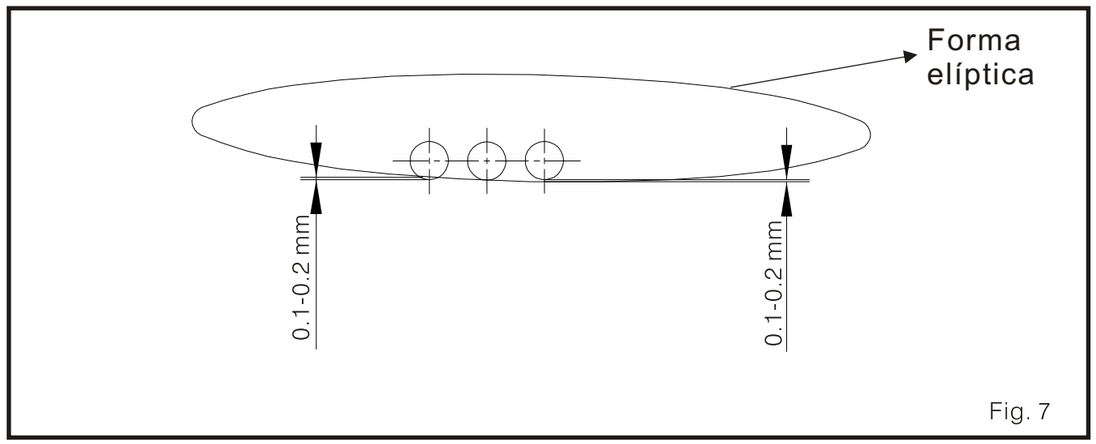

Fig. 7
3. Cuando el bucleador se mueve al punto muerto izquierdo, se mueve atrás desde la izquierda a la derecha, Cuando el bucleador se mueve atrás para ser cruzado por la aguja (aguja izquierda), la mejor punto para le cruce debe ser a 1/3 del grosor de la parte posterior del bucleador. Además, la ruta de moviendo del bucleador debe ser elíptica. (Fig. 7)